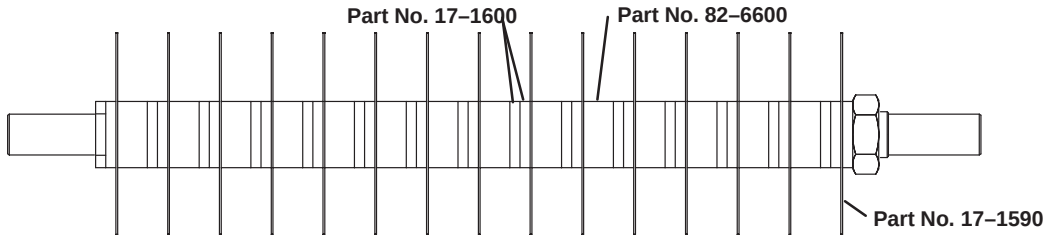

Figure 18
1–1/4" spacing, Kit Part No. 82–7002 – Includes (28) 1/4" Thick Spacers (part no.17–1600) (Fig. 18).